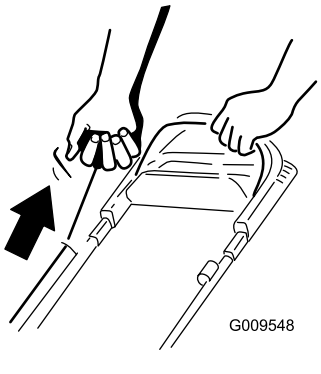

Figur 15
2. Dra lätt i startsnörehandtaget (Figur 15) tills du känner motstånd. Dra sedan kraftigt och låt det sakta gå tillbaka till styrningen på handtaget.